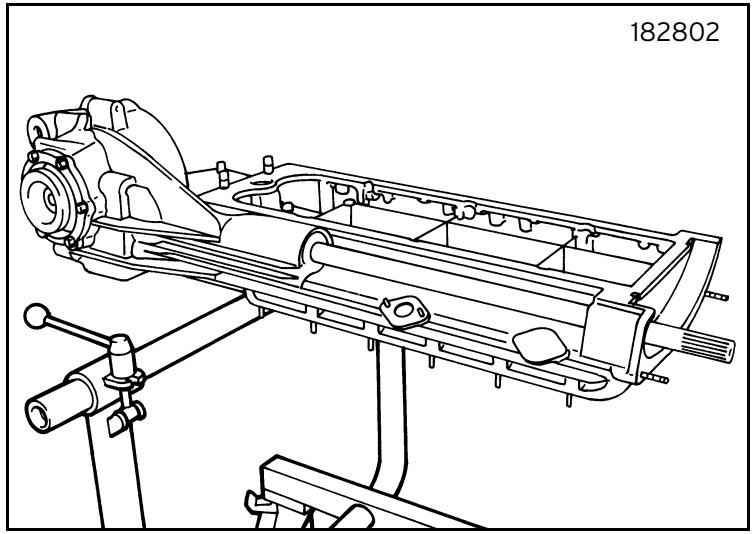

Fig. 2
- Fit the assembly on a mount (figure 2) using adequate fastening brackets.